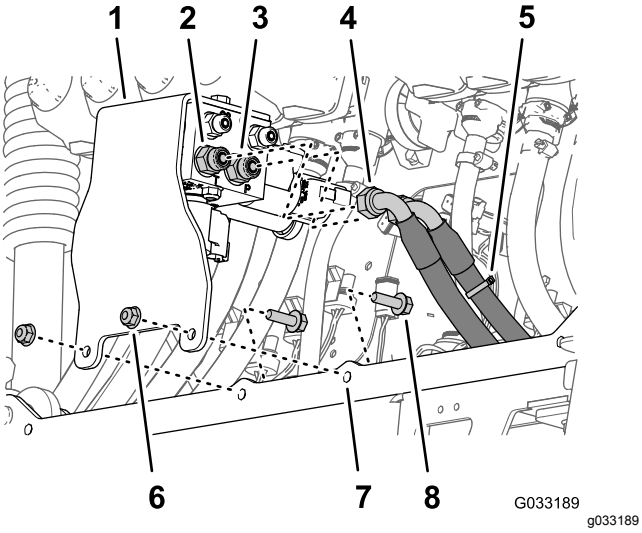

**Figur 93**
1. Juster hullerne i støttebeslaget til bomløftens manifold, som du afmonterede i trin 3 i Afmontering af bomløftemanifolden fra midterbomsektionen (side 29) efter det brede cylinderbeslag på den nye midterbomsektion (Figur 93).
2. Monter støttebeslaget på cylinderbeslaget (Figur 93) med de 2 flangehovedbolte (5/16 x 1 tomme) og flangelåsemøtrikker (5/16 tomme), som du afmonterede i trin 3 i Afmontering af bomløftemanifolden fra midterbomsektionen (side 29).
4. Sæt hydrauliktrykslangen (markeret med et kabelbånd) i port P på bomløftemanifolden (Figur 93).
5. Sæt hydraulik-returslangen i port T på bomløftemanifolden.Figur 93